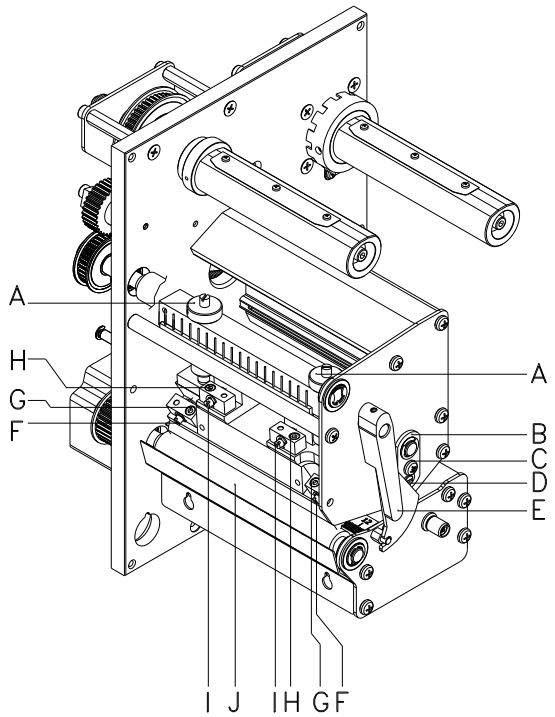

Figura 15
1. Afloje los tornillos (G o H, Figura 15) girándolos aproximadamente ¼ de vuelta con ayuda de una llave de 6 lados.
2. Ajuste el paralelismo con los tornillos (E o I, Figura 15).
4. Coloque de nuevo los tornillos (G o H, Figura 15).
1. Afloje los tornillos (C, Figura 15) girándolos aprox. ¼ de vuelta.
2. Gire la clavija excéntrica (D, Figura 15) para ajustar una impresión igualada. Continúe ajustando el cabezal de impresión hasta que la impresión en el text salga igualada.
3. Coloque de nuevo los tornillos (C, Figura 15).
1. Gire el tornillo de presión (A, Figura 15) para modificar la presión del cabezal de impresión.
2. Gire el tornillo de presión (A, Figura 15) en el sentido de las agujas del reloj hasta que llegue al tope, se consigue un incremento de presión de 10N respecto al ajuste inicial de fábrica.
3. Gire el tornillo de presión (A, Figura 15) hacia el tope derecho, girándolo en dirección contraria a las agujas del reloj, se obtendrá el valor de regulación de fábrica.